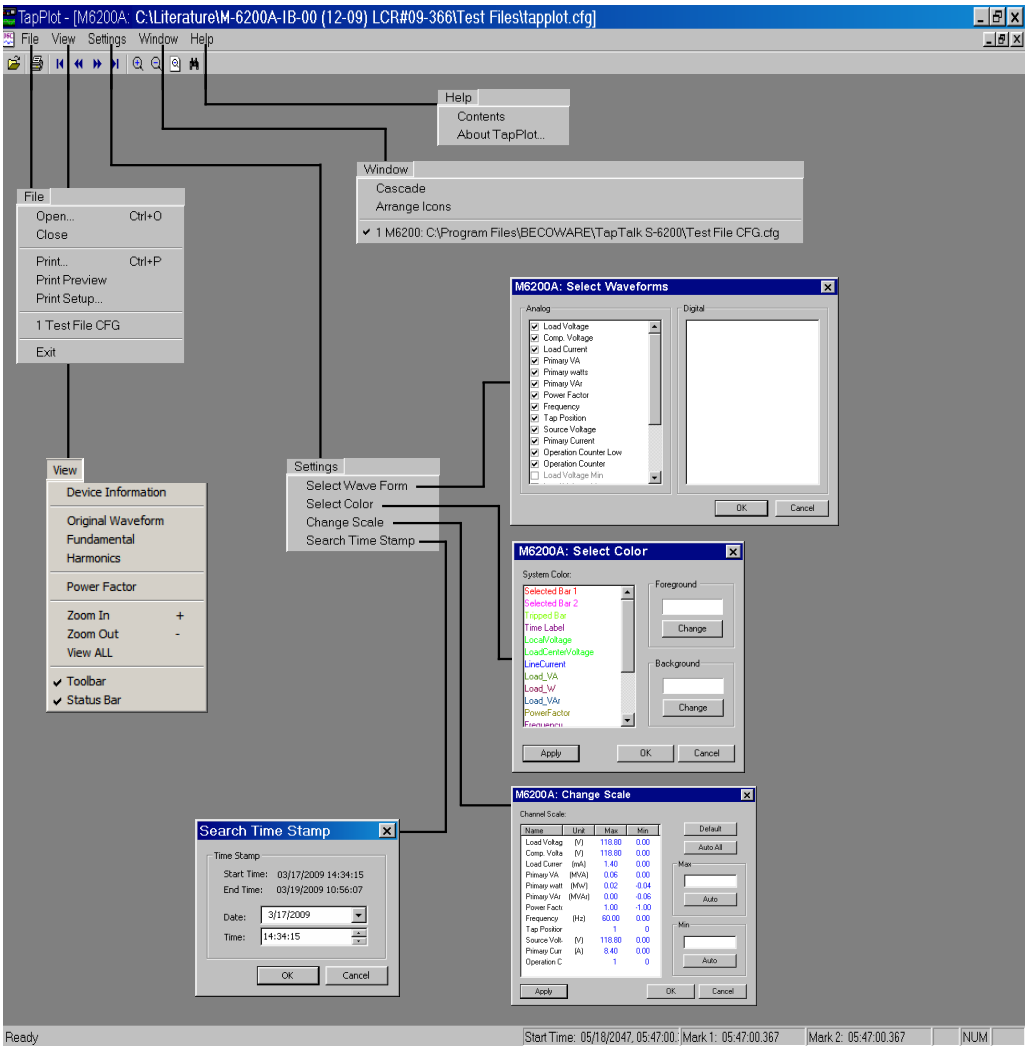

Figure 3-84 TapPlot Submenu Callouts
1. Select the TapPlot menu item from the TapTalk Menu. The TapPlot Window and Toolbar is displayed (Figure 3-84).
When TapPlot is started, a menu and tool bar are displayed. This section describes each TapPlot menu selection and explains each TapPlot command in the same order that they are displayed in the software program. Figure 3-84 presents the TapPlot Menu and Submenu Callouts.